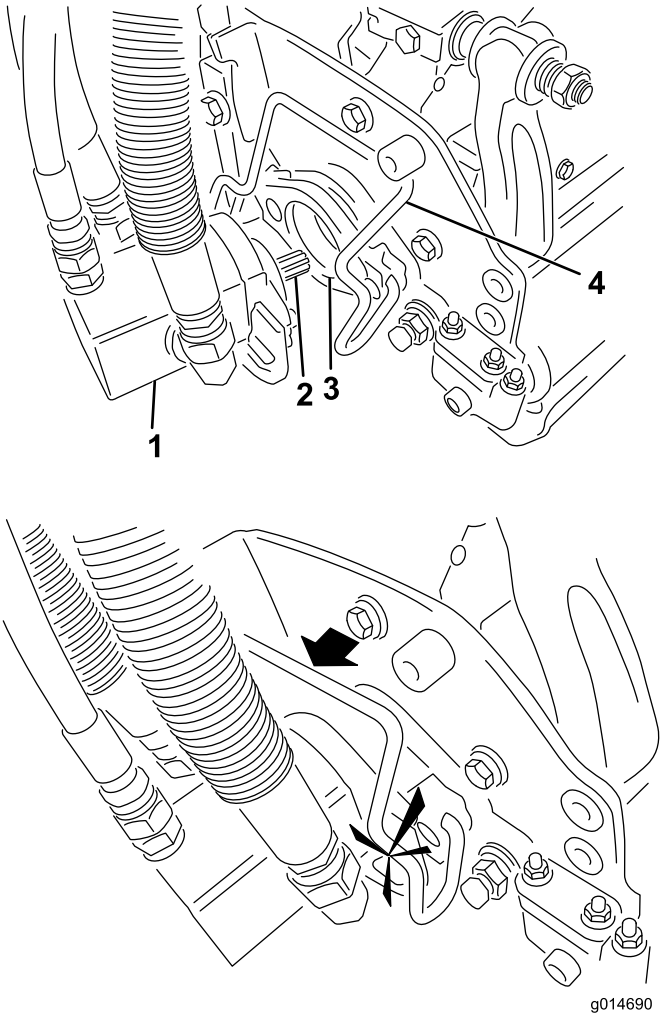

**Figuur 14**
7. Smeer schoon vet op de sleufas van de motor van het maaidek (Figuur 14).
8. Steek de motor in de linkerkant van het maaidek (gezien vanuit de bestuurdersstoel) en trek de motorbevestigingsstang op het maaidek in de richting van de motor totdat u aan beide kanten een klik hoort (Figuur 14).